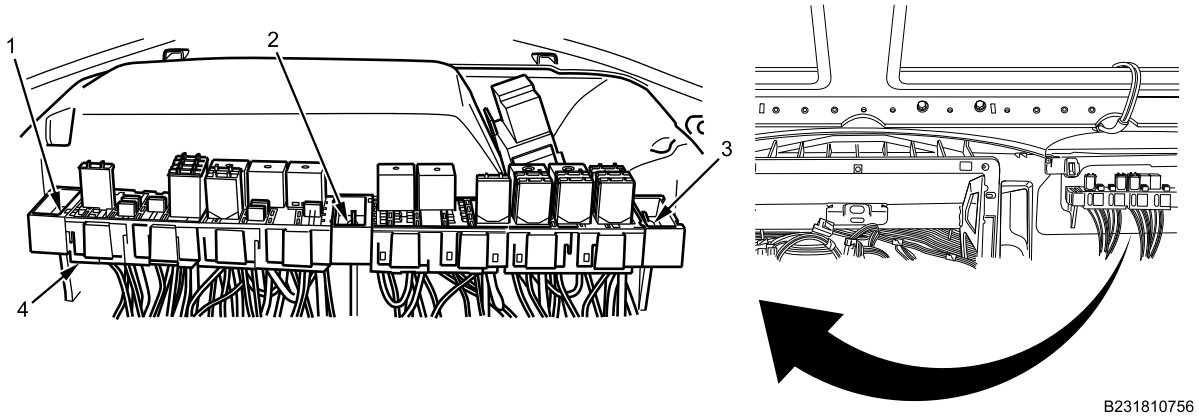

Figure 6. IP Circuit Breaker, Fuse, and Relay Center.
10. Remove three IP circuit breaker, fuse, and relay center mounting screws (Figure 6, Item 1 through 3) from IP.
11. Remove IP circuit breaker, fuse, and relay center (Figure 6, Item 4) from IP.